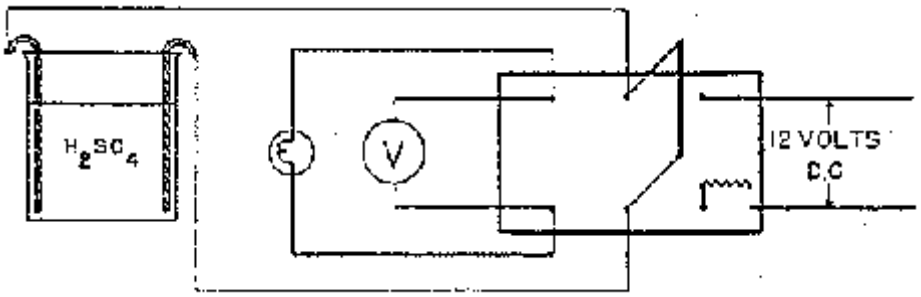

Figure 4. Lead Battery Circuit
2. Connect the flashlight bulb, voltmeter, battery, and DPDT switch as shown in Figure 4, but leave one wire to the light bulb disconnected so that the light bulb is not, for now, in either circuit.